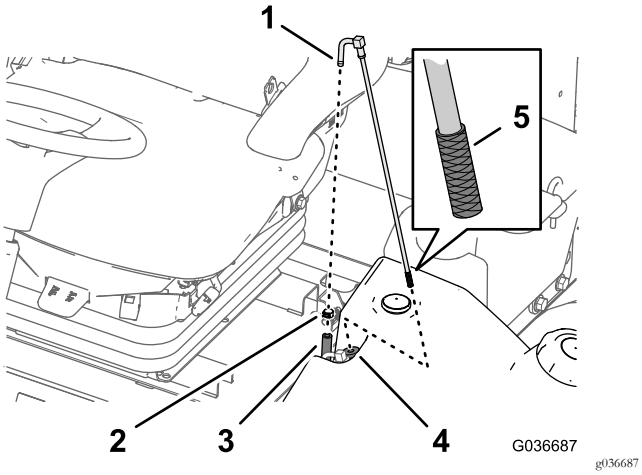

Figur 44
1. Ta bort slangklämman som fäster bränsletillförselslangen vid bränsleupptagningsrörets fäste (Figur 44).
2. Skilj slangen från fästet (Figur 44).
3. Lyft upp bränsleupptagningsröret från bränsletanken (Figur 44).
4. Ta bort allt skräp från gallret på bränsleupptagningsrörets ände (Figur 44).
5. För in bränsleupptagningsröret genom gummibussningen och ned i tanken (Figur 44).